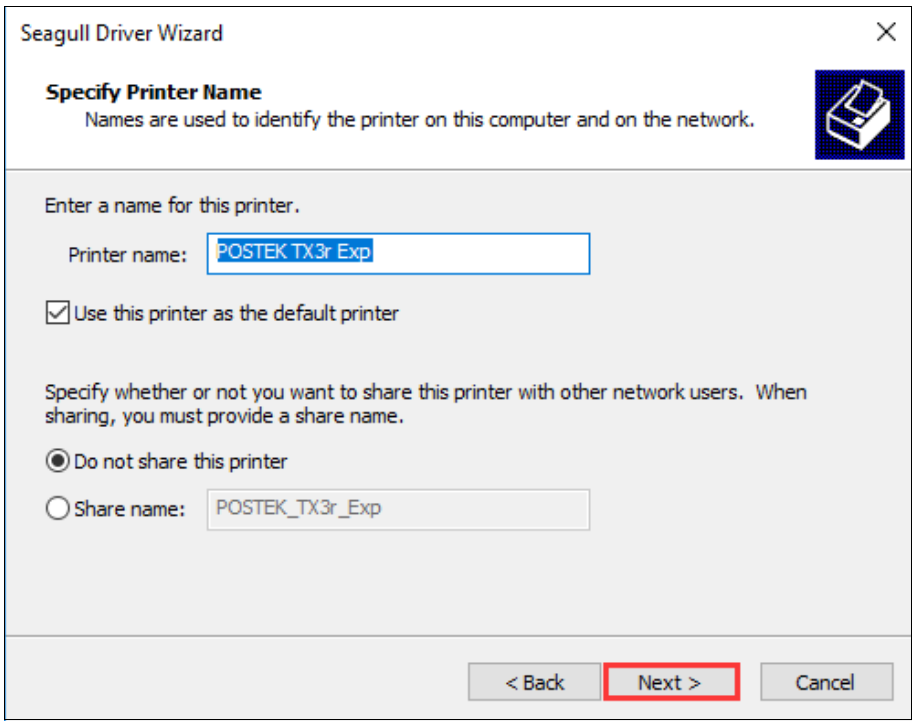

Figure 2-32 Specify Printer Name
8. On the "Specify Printer Name" screen, enter a name for the printer, as shown in Figure 2-32, then click "Next" to complete the driver installation.